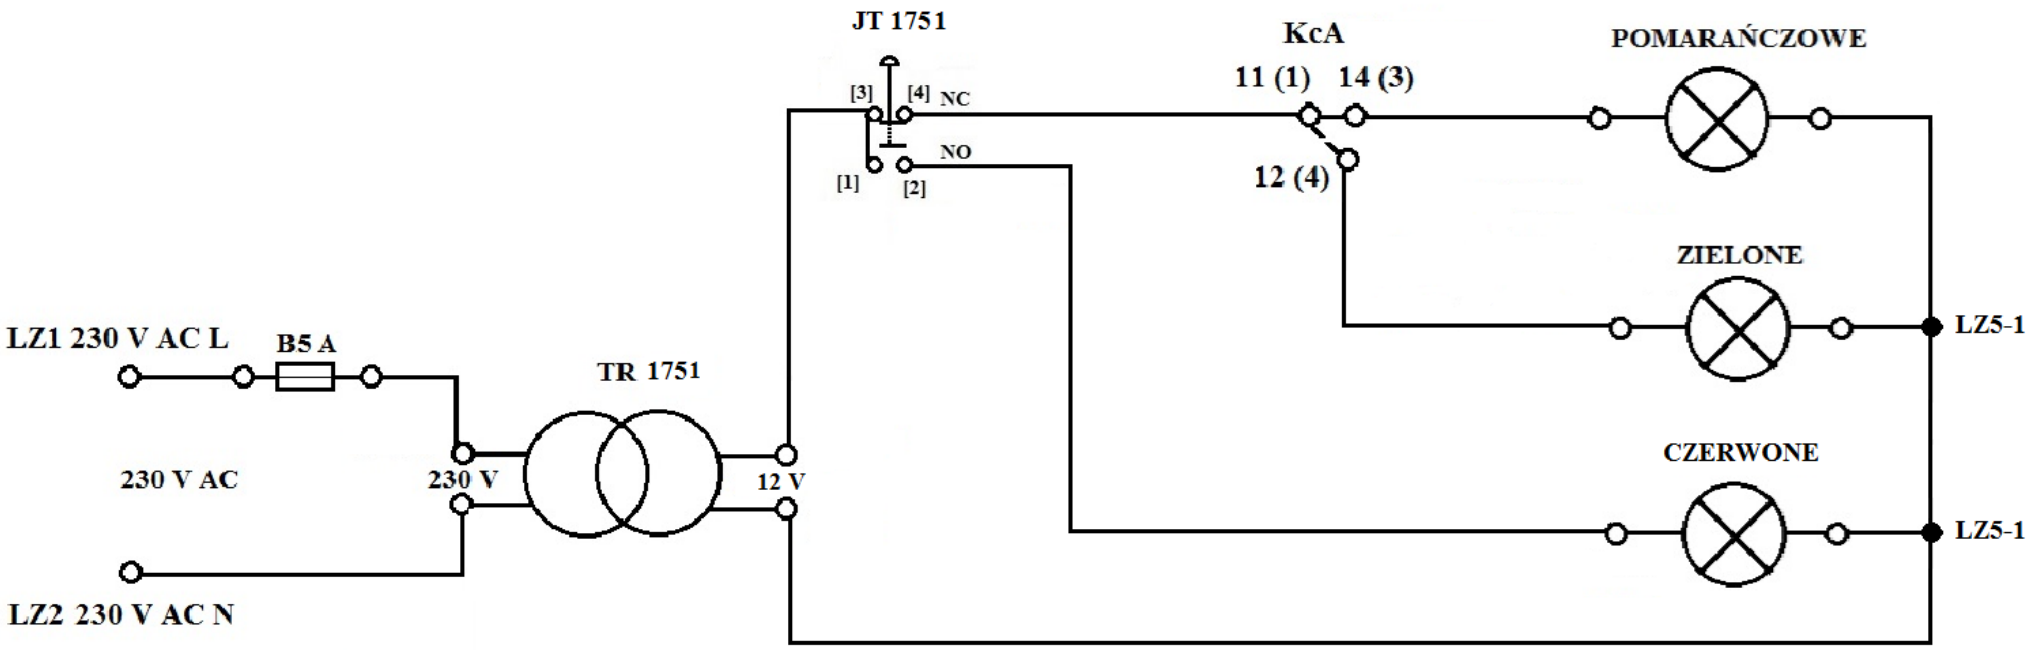

Rysunek 4. Obwód semafora SBL 1751
- zmontowano i podłączono przewodem obwód semafora SBL 1751 (Schemat A, rysunek 4),